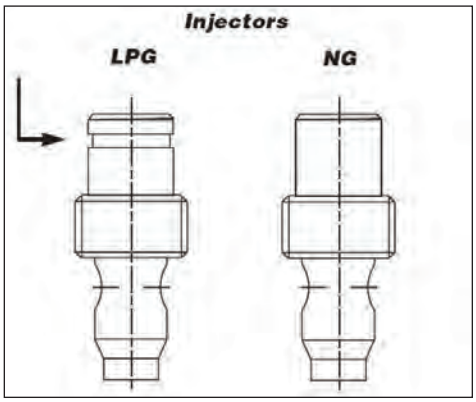

Figure 53: Identifing the Orifice.
7. Ensure that the pilot orifice you are about to install is the correct orifice. LP orifices have a groove cut around the top of the orifice. See Figure 53 for help to identify these parts. The orifice size is stamped into the orifice. The correct orifice sizes for the DV48 are: